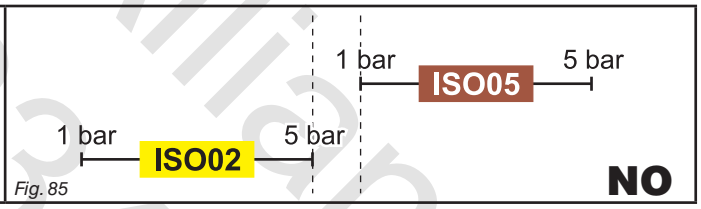

Fig. 85
- ***NOT compatible nozzles**: the rate at 1 bar of the ISO05 nozzle is HIGHER than the rate at 5 bars of the ISO02 nozzle (Fig. 85).*